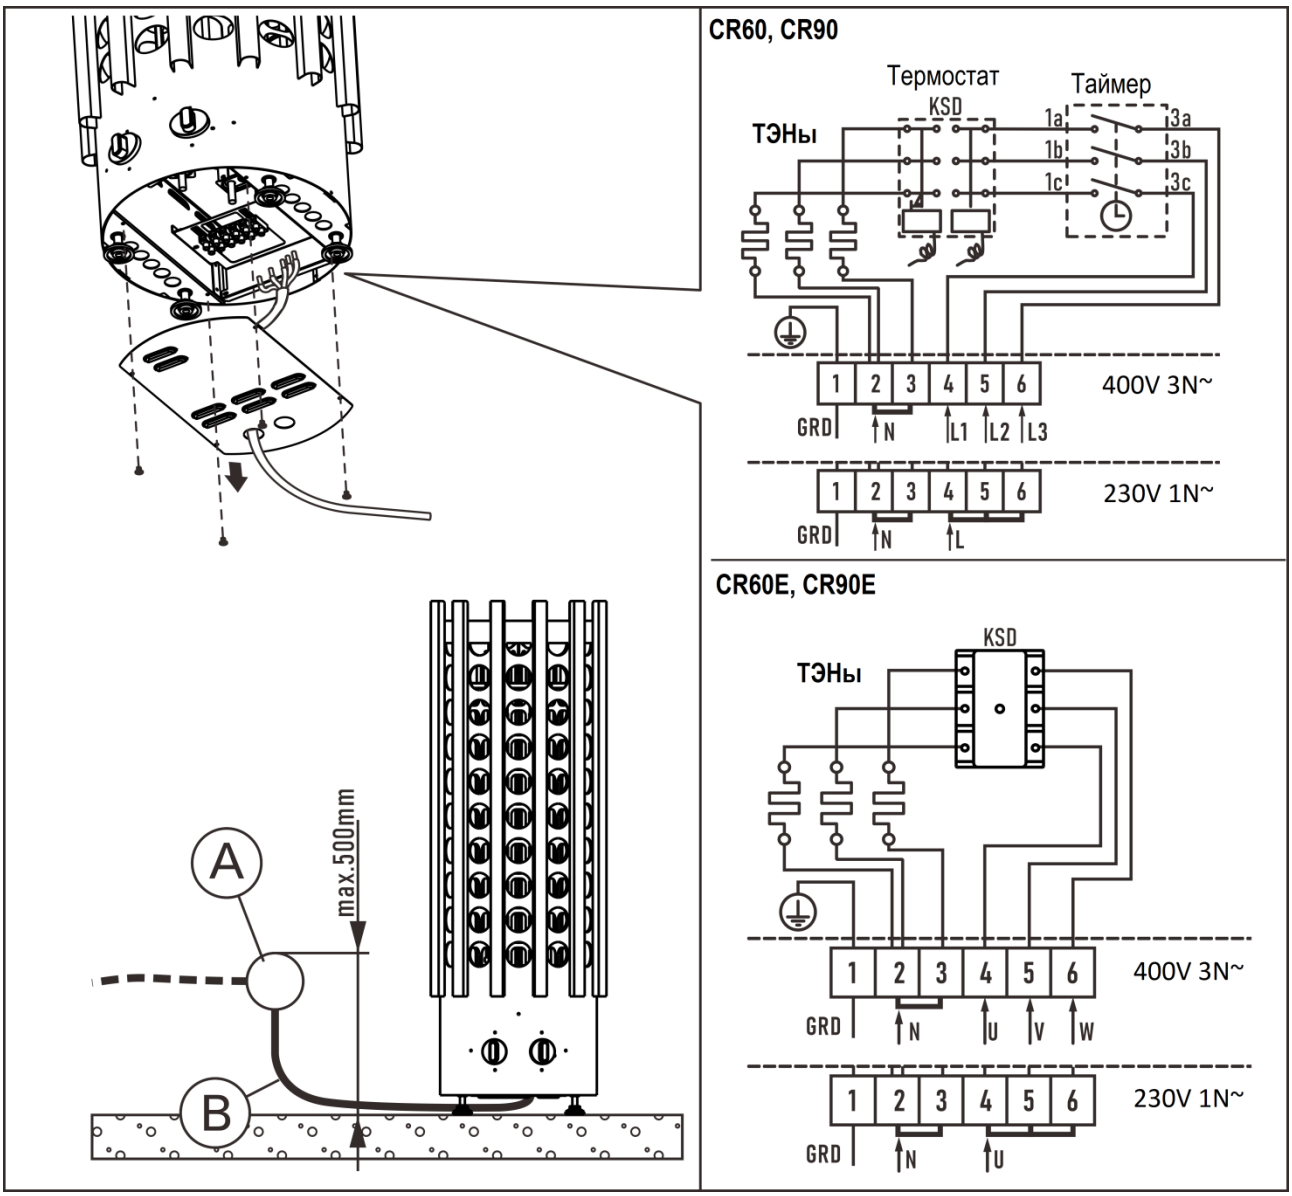

Рисунок 8. Подключение каменок Crown
- Каменка гибким кабелем подсоединяется к соединительной коробке (Рисунок 8, А) на стене сауны. Соединительная коробка должна быть брызгозащищенной и находиться на расстоянии не более 500 мм от пола.
- В качестве кабеля (Рисунок 8, В) следует использовать резиновый кабель типа HO7RN-F или подобный.